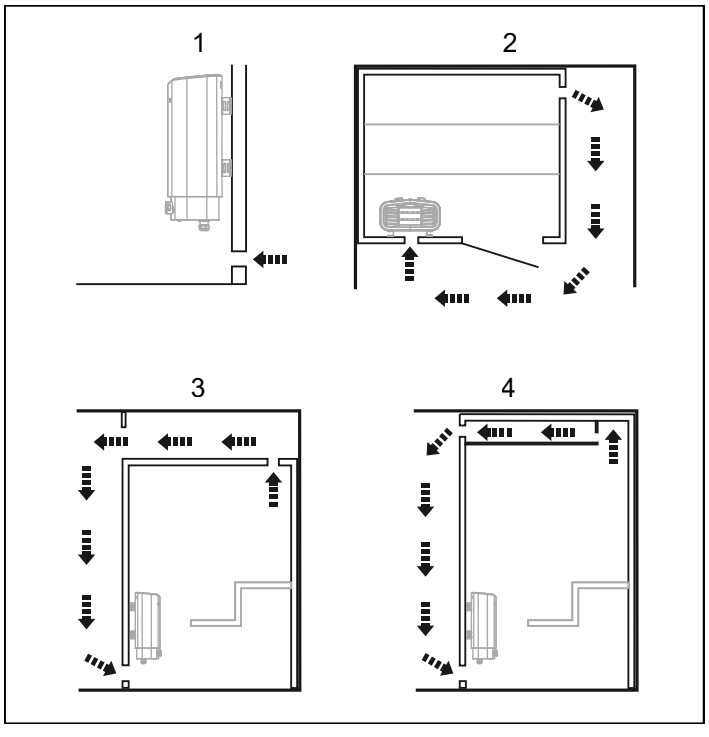

Abbildung 4: Positionierung der Be- und Entlüftungsöffnungen
- Positionieren Sie die Belüftungsöffnung (siehe „Positionierung der Belüftungsöffnung“, Abb. 4).
- Positionieren Sie die Entlüftungsöffnung (siehe „Positionierung der Entlüftungsöffnung“, Abb. 4).
- im größtmöglichen Abstand zur Belüftungsöffnung, also beispielsweise schräg gegenüber (siehe Abbildung 4).
- hoch oben an der Wand oder der Decke (siehe Abbildung 4).